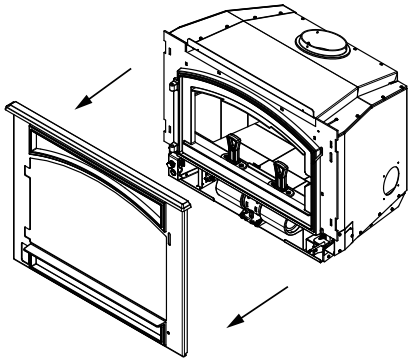

Figure 20.3
3. Retirez l'avant en soulevant puis en le détachant de l'appareil, mettez-le de côté sur une surface de protection **(Figure 20.3)**.
2. Soulevez l'ensemble de l'encadrement en avant de l'appareil **(Figure 20.3 à la page 20)**.